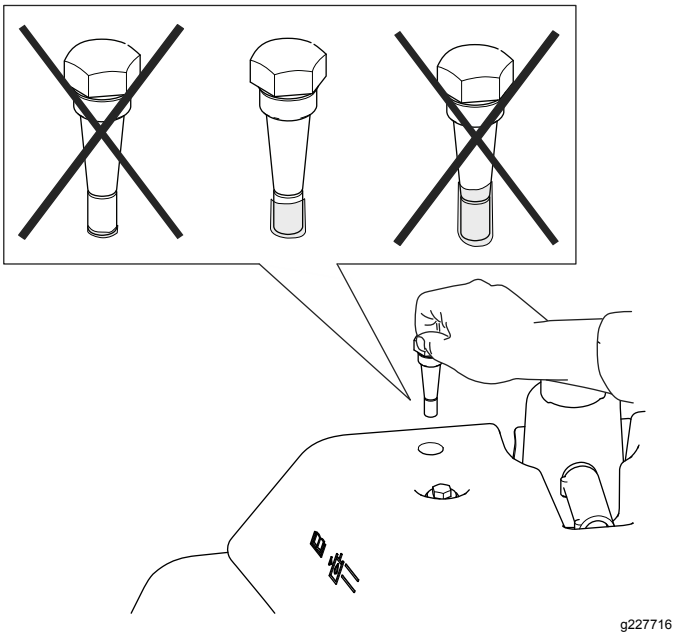

**Figur 49**
4. Ta bort oljestickan och kontrollera vätskenivån. Om vätskenivån ligger mellan markeringarna på oljestickan finns det tillräckligt med vätska. Om vätskenivån inte är mellan markeringarna ska du justera vätskenivån därefter (Figur 49).